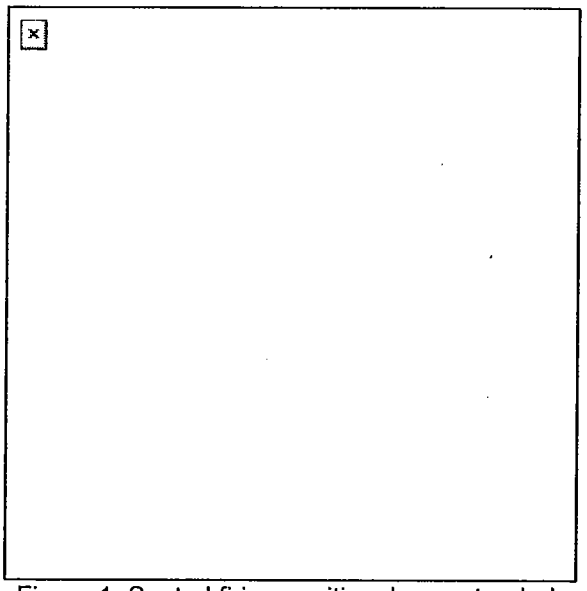
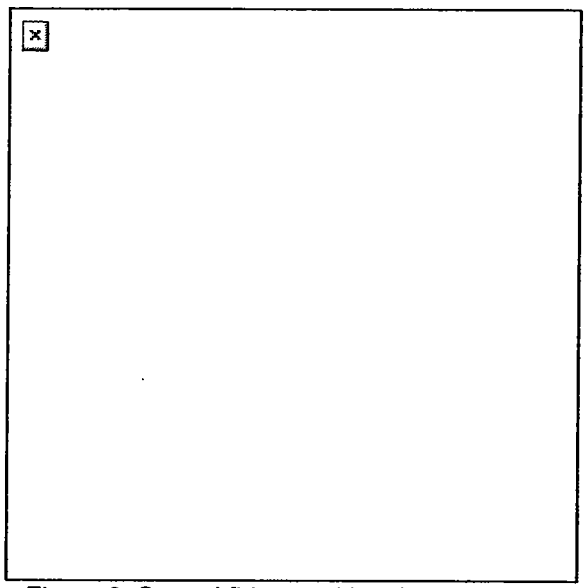

Figure 1. Seated firing position, legs extended.
Figure 2. Seated firing position, legs crossed.
(1) Legs extended. Extend your legs under the tripod (Figure 1).
(2) Legs crossed. Cross your legs and place your elbows on the inside of your thighs for support when firing the weapon (Figure 2).
(3) Legs braced. Extend your legs, brace them on the trail legs of the tripod, and place your elbows on the inside of your thighs for support (Figure 1, Figure 2, and Figure 3).